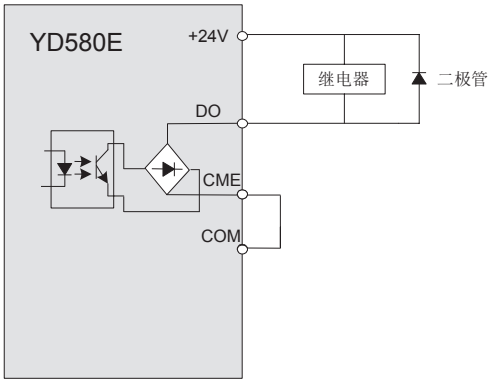

图 3-67 数字输出端子接线示意图
- 一定要正确安装吸收二极管的极性。如图 3-67。否则当数字输出端子有输出时，马上会将直流 24V 电源烧坏。